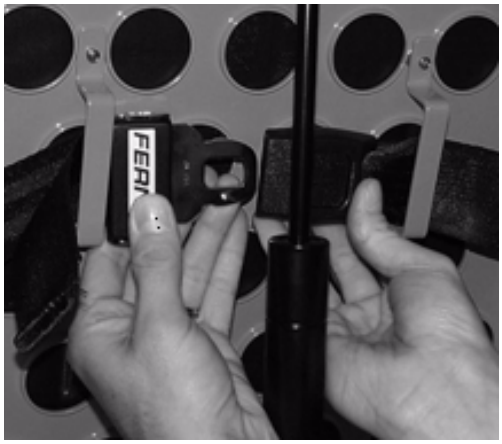

Figura 51
4. Coloque las correas alrededor del respaldo e introduzca los extremos de las correas a través de los soportes. Abroche la hebilla (véase la Figura 51).